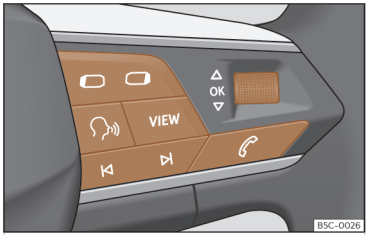

Abb. 11 Rechte Seite des Multifunktionslenkrads: Bedienelemente für die Menüs und Informationsanzeigen im Kombi-Instrument (modellabhängig).
Solange eine Warnung der Priorität 1 vorliegt, ››› S. 25, kann auf kein Menü zugegriffen werden. Einige Warnmeldungen können über die Taste OK am Multifunktionslenkrad bestätigt und ausgeblendet werden ››› (Abb. 11).
- Falls eine Meldung oder das Fahrzeug-Piktogramm angezeigt wird, drücken Sie die Taste OK ››› (Abb. 11); ggf. mehrere Male.